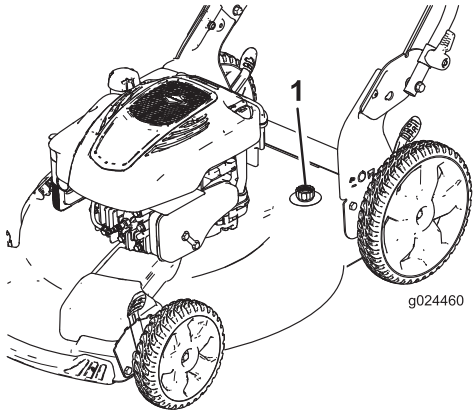

Figura 28
4. Collegate una canna da giardino al rubinetto dell'acqua e al foro di lavaggio (Figura 28).